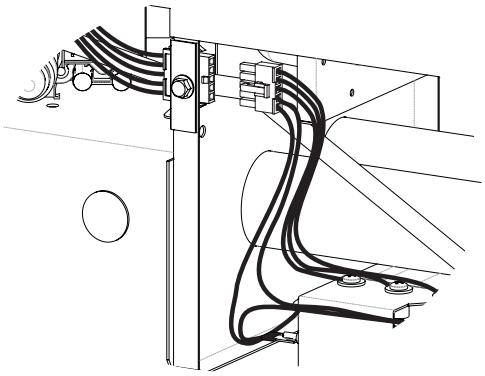

Figure 16
20. Plug the connector from the heated tray’s wire harness into the connector on the relay’s wire harness. **See Figure 16.**